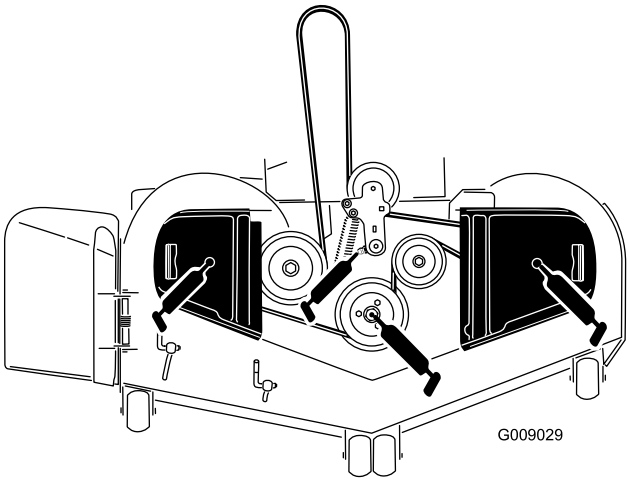

**Figure 43**
3. Graissez le pivot de la poulie de tension du plateau de coupe jusqu'à ce que la graisse ressorte par le bas (Figure 43).
4. Lubrifiez les roulements des 3 axes jusqu'à ce que la graisse ressorte par les joints inférieurs (Figure 43).